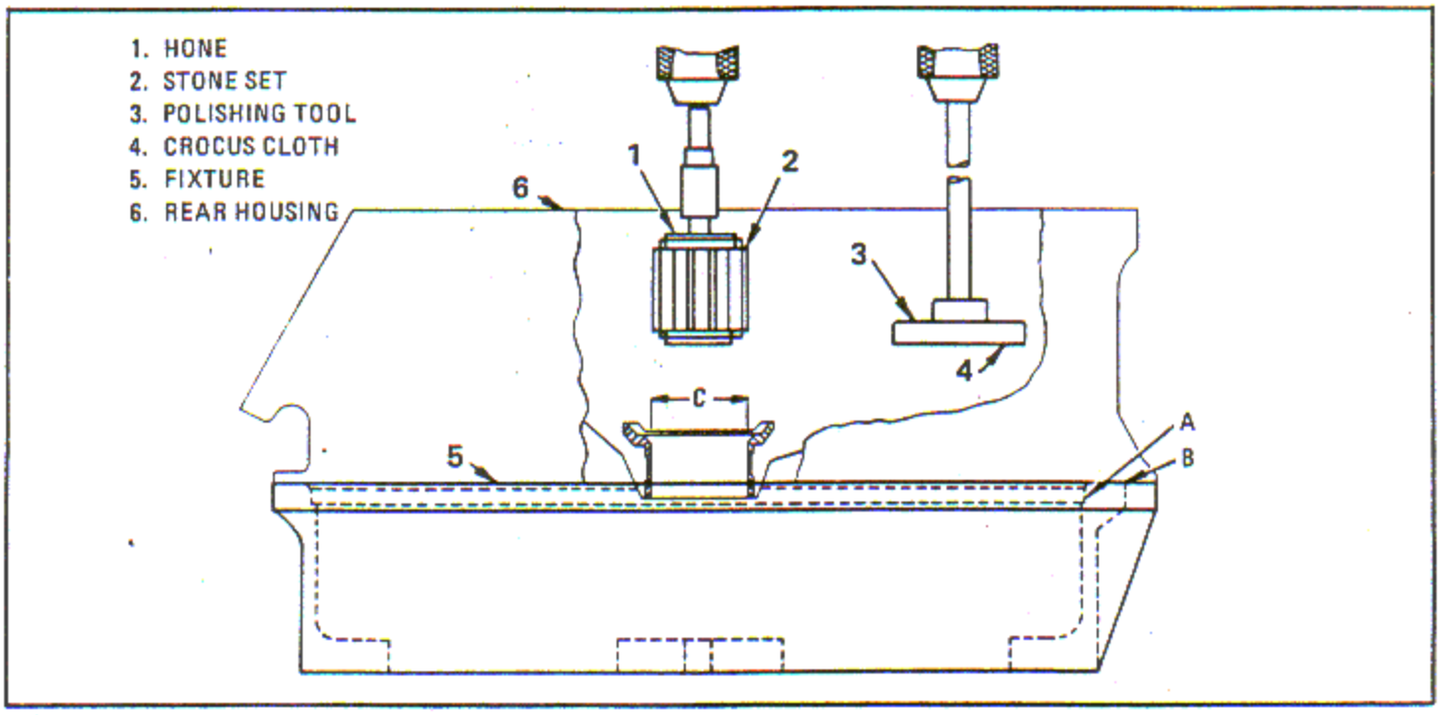

Figure 6-188. Polishing Face and Honing Inside Diameter of Rear Housing Sleeve
a. Clamp fixture (5, figure 6-188) on a drill press or honing machine table and indicate surfaces A and B to run square and true within
0.001 inch full indicator reading with the machine spindle. Fasten the housing (6, figure 6-188) securely to the fixture (5).
b. Place polishing tool (3) in the chuck and attach crocus cloth (4), Federal Specification P-C-458, to the face of the polishing tool with belt dressing or cement. Polish face of sleeve using kerosene, Federal Specification VV-K-211, or petroleum solvent, Federal Specification P-S-661, as a lubricant.
b. Using kerosene, Federal Specification VV-K-211, as a lubricant, hone the inside diameter of the sleeve to dimension C shown in figure 6-188 which is 2.202 - 2.203 inches. Set the spindle for approximately 50 rpm. Check the bore with an inside micrometer set with an outside micrometer and stone all sharp corners. A surface finish of eight microinches rms, or better, is required.
a. Grind the inside diameter of the sleeve to diameter C which is 2.198 - 2.200 inches. Hone to a finish dimension of 2.202 - 2.203 inches. A surface finish of eight microinches rms, or better, is required. Refer to figure 6-188.
b. Indicate surfaces A and B to be within 0.001 inch full indicator reading. Clamp the housing securely to the adapter. See figure 6-188.